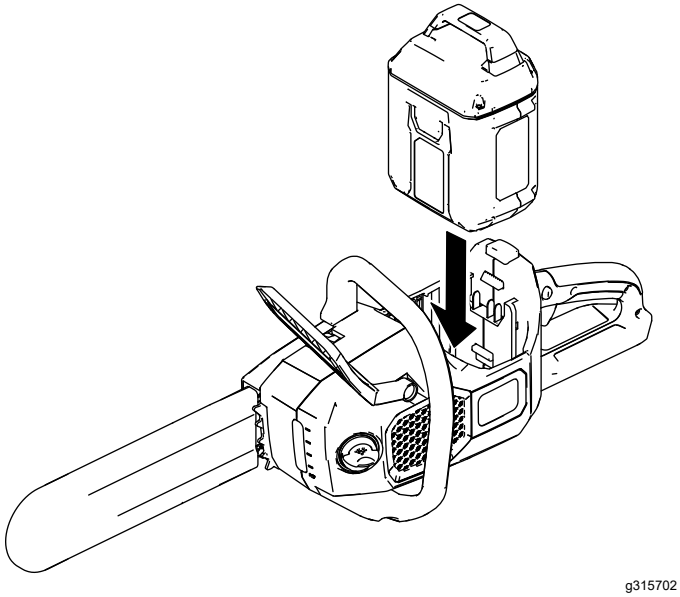

Figur 7
3. Innrett tungen på batteripakken i batterirommet i motorsagen (Figur 7).